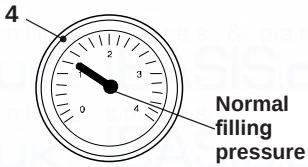

Fig. 2.2
Ensure that the c.h. circuit is regularly filled with water (even if the boiler is only used for d.h.w. supply) checking that the pressure indicated on pressure gauge 4 is not lower than that shown in Fig. 2.2.
If the pressure reading on the pressure gauge is below that shown in Fig. 2.2, then the system will require topping up.A filling loop is normally provided by the Installer for this purpose.
- Open the valves of the filling loop and watch the gauge until it reaches normal filling pressure as shown in Fig. 2.2.
you should check that the pressure on the temperature and pressure gauge (Fig. 2.2 on page 10) is not below the correct setting. If required, top up the system correctly, as described in the section "Refilling procedure" to page 10.